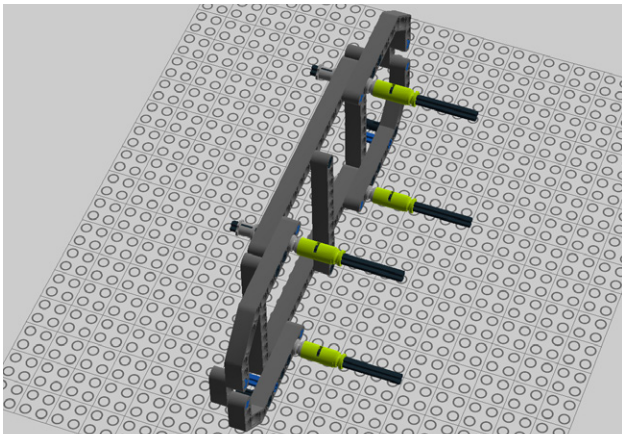

Figure 4-16. *Step 11: Adding pipes and half bushes*
11. Add four pipes and four more half bushes. Figure 4-16 shows how it goes together.